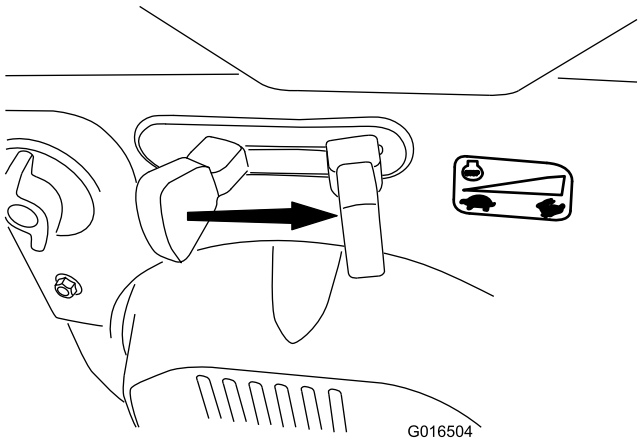

Figur 30
6. Sett gassen til Hurtig-stilling (Figur 30).